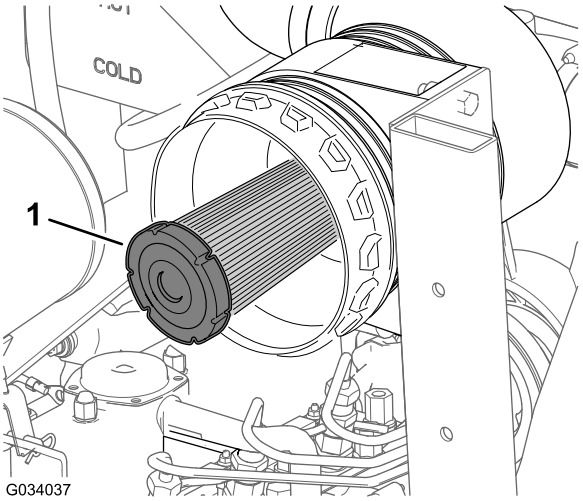

Figur 49
2. Kontrollera luftrenarens säkerhetsfilter med avseende på damm och skräp (Figur 49).
**Viktigt: Försök aldrig att rengöra säkerhetsfiltret (Figur 49). Byt ut säkerhetsfiltret mot ett nytt var tredje gång huvudfiltret servas.**